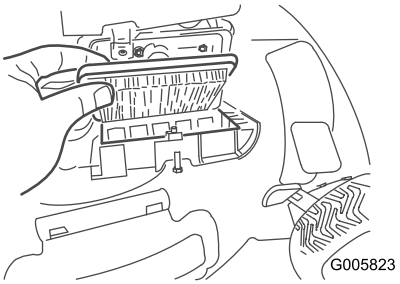

Figur 35
3. Byt ut luftfiltret (Figur 35).